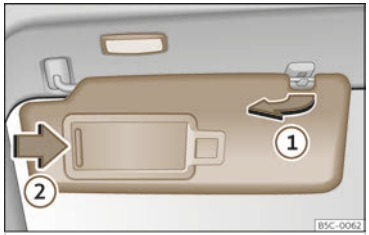

Fig. 109 Sun visor
- The sun visor can be pulled out of its mounting and turned towards the door ››› **Fig. 109** ①.